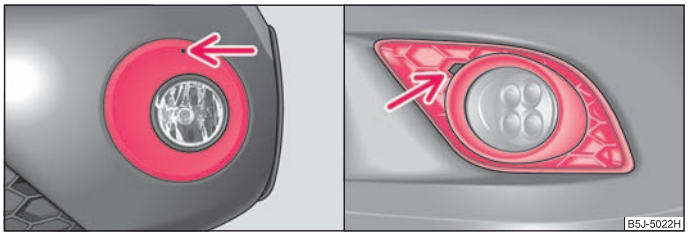

Fig. 172 Paragolpes delantero: Fabia Scout / Fabia RS
- En la abertura por encima del faro antiniebla ⇒ fig. 172 del lado izquierdo introduzca el estribo de alambre de las herramientas de abordo y quite la tapa.
- Introduzca un dedo en la abertura junto al faro antiniebla ⇒ fig. 172 del lado derecho y retire la tapa.